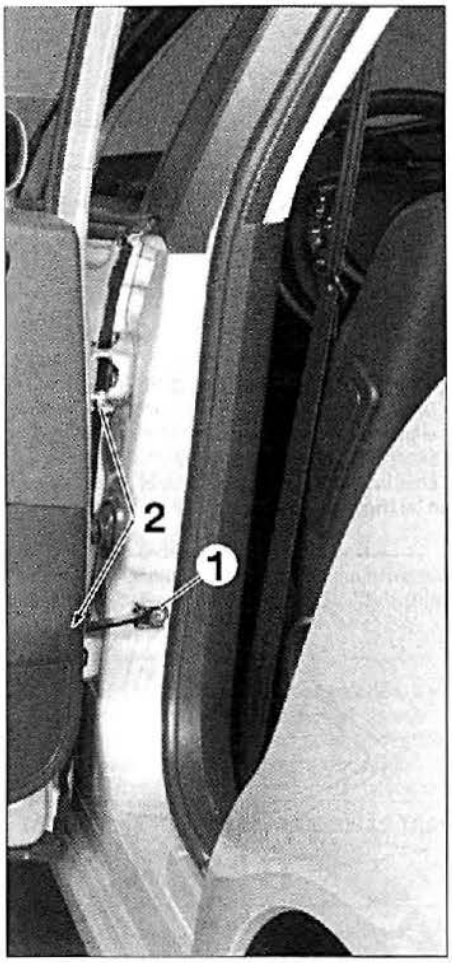

FIG. 52
• Desmontar el tornillo de fijación (1) **(fig. 52)** del tirante de puerta.